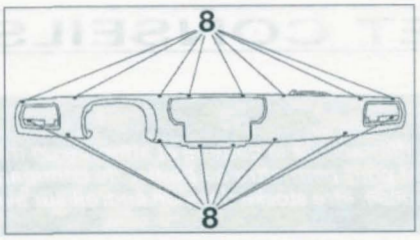

FIGURE 9-14
• Déposer les 16 vis de fixation (8) de la coiffe de planche de bord **(figure 9-14)**.